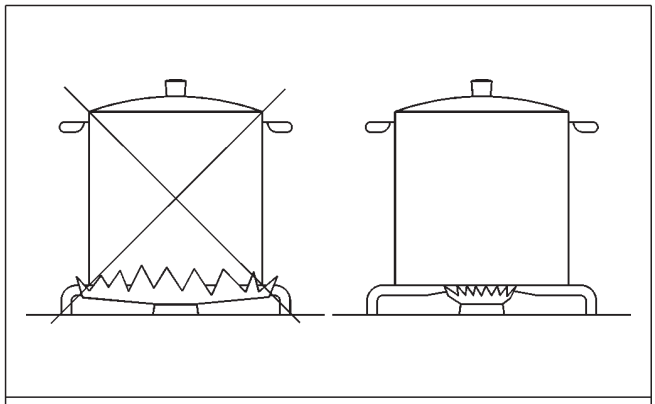

FIG. 2
- utilizar para cada quemador ollas adecuadas (ver tabla siguiente y la fig. 2).